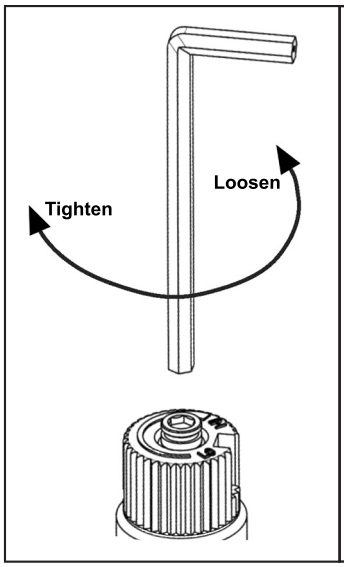

Figure 12: Removing valve screw.
d) Insert a 5/32" or 4 mm Allen wrench into the hexagonal key-way of the screw (see Figure 12), rotate it counter-clockwise until it is free and extract it.
f) Using the Allen wrench as shown in Figure 12, rotate the screw clockwise. **WARNING!** Do not over tighten the screw.